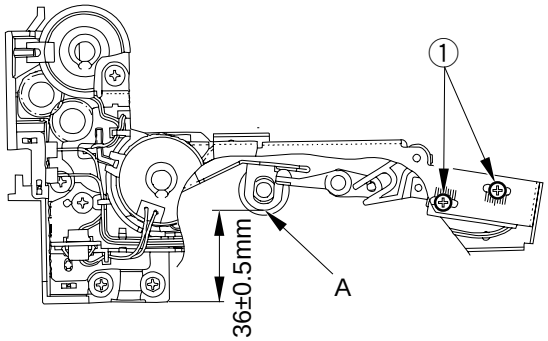

Figure 5-845
As shown in Figure 5-845, adjust the position of the solenoid so that the distance from the bottom of the pick-up assembly and the section A of the roller arm is 36 ±0.5 mm. (Use two screws ①.)